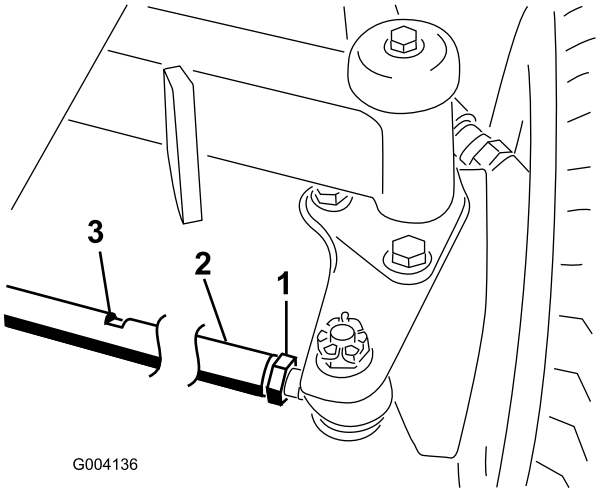

Figur 71
2. Lossa kontramuttern i båda ändar av dragstången (Figur 71).